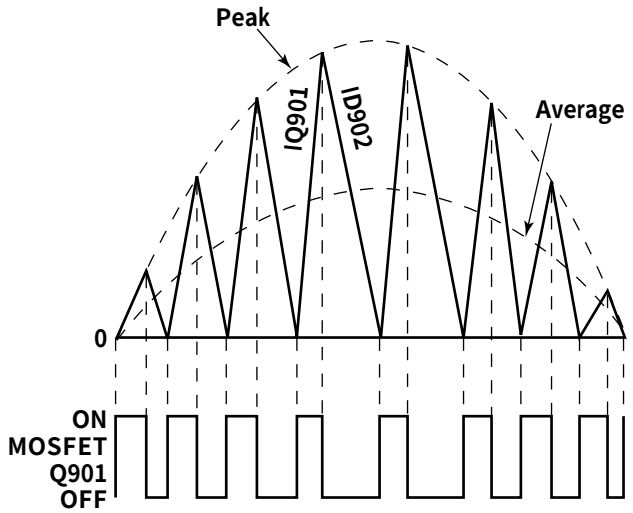

Figure 1. L903 coil current
(1) The pulsating waveform rectified in the full wave mode by D901 is switched throughout the full cycle by the frequency of several tens kHz or more. Through this, the input current waveform becomes an average of the switching currents of the partial cycles, thus becoming the sine waveform in the macro. (See Fig.1)
(2) For the AC input voltage, the AC input current of the sine wave type in the same phase flows to achieve the power circuit of improved power factor and reduced higher harmonic wave component.